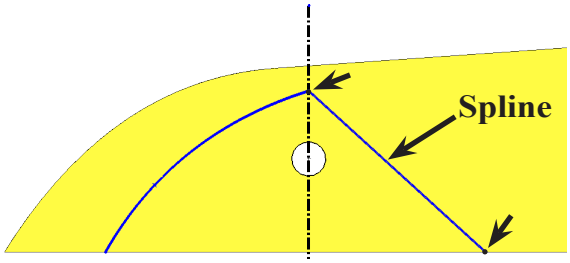

Fig. 79
Step 11. Draw **two point** spline between top end-point of spline (at centerline) and edge of body on rear side of axle hole, **Fig. 79**. **Right click drawing and click Select** from menu to end spline and unselect Spline tool.